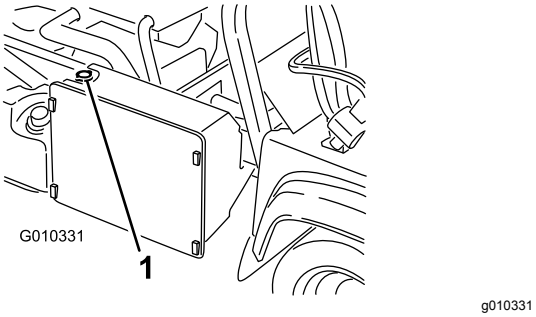

Figur 52
3. Fjern kølerdækslet (Figur 52).
4. Fjern reservetankens dæksel (Figur 52).
7. Fyld køleren helt op, og skru dækslet på (Figur 52).